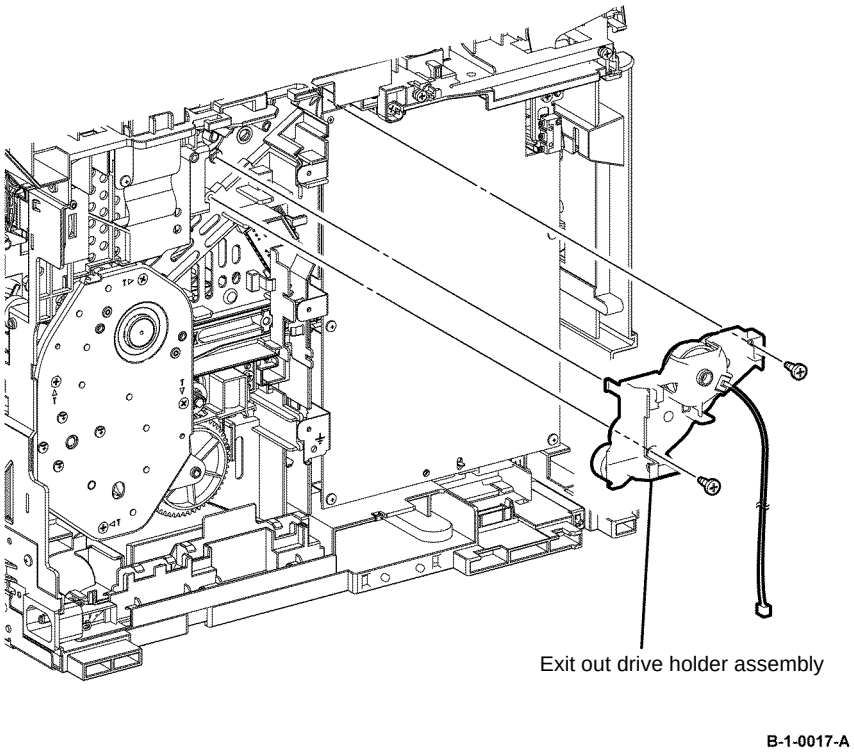

Figure 4 Exit out drive holder assembly removal
17. Remove two screws (silver, tapping, 8mm) that fix the exit out drive holder assembly. Release the harness from the harness guide installed on the exit out drive holder assembly, then remove the exit out drive holder assembly by releasing the hook, Figure 4.